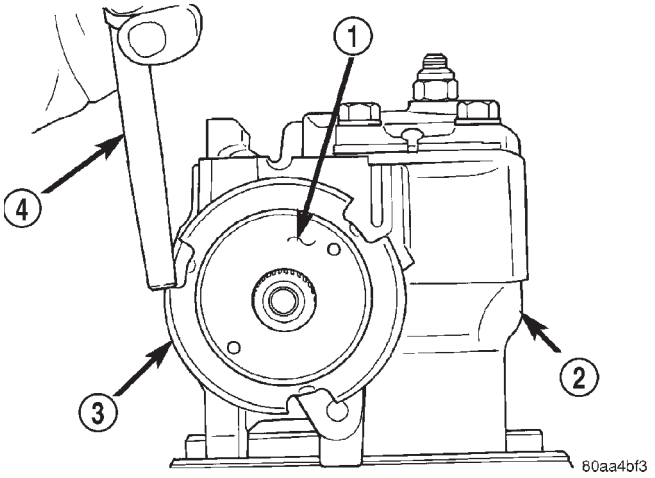

Fig. 5 Adjuster Lock Nut
(2) Remove adjuster plug locknut (Fig. 5).
(3) Rotate the stub shaft back and forth with a 12 point socket to drain the remaining fluid.